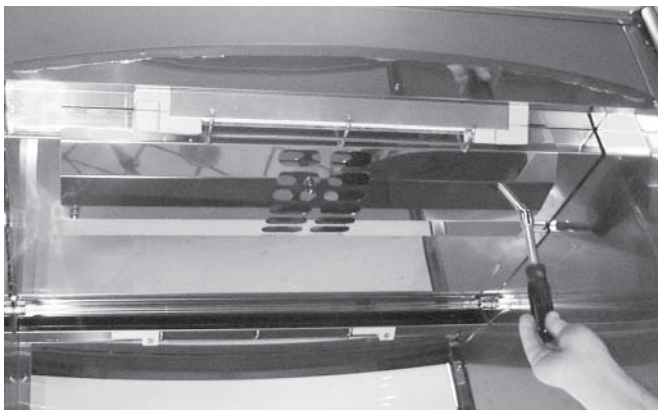

Fig. 45
2. Remove the vent-grate: Use a 7/16" nutdriver to unscrew two 7/16" nuts, one on each side of the vent (Figs. 45, 46).